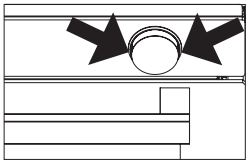
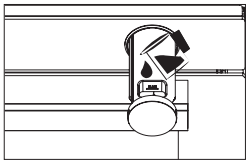
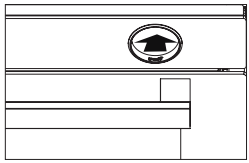

Figura 17
Figura 18
Figura 20
**1.** Rimuovere il contenitore dell'acqua estraendolo nei punti indicati dalla freccia. Riempire il contenitore dell'acqua (Vedere figura 17) e farlo scorrere nella direzione della freccia fino alla posizione iniziale per posizionarlo (Vedere figura 18,19). Dopo 10 minuti di preriscaldamento, far scorrere il contenitore dell'acqua nella direzione della freccia finché non si sente un "clic" (Vedi figura 20).